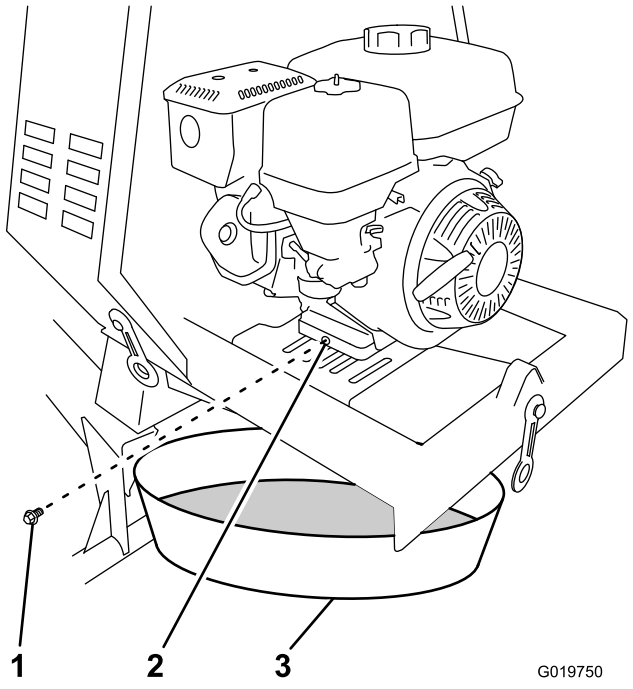

Figura 53
3. Coloque un recipiente debajo del orificio de vaciado de aceite del motor (Figura 53).
4. Retire el tapón de vaciado y deje fluir el aceite al recipiente (Figura 53).
5. Cuando se haya drenado completamente el aceite, coloque el tapón de vaciado con una arandela nueva (Figura 53).